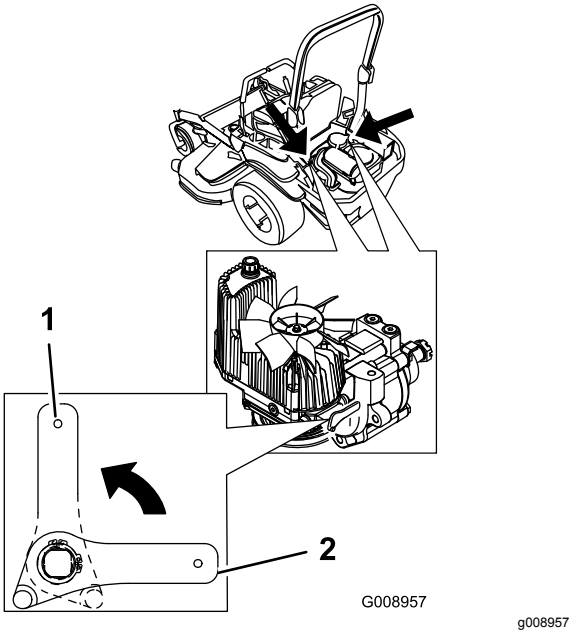

Figur 38
2. Vri løseventilspakene vertikalt for å skyve maskinen (Figur 38).
4. Vri løseventilspakene horisontalt for å kjøre maskinen (Figur 38).